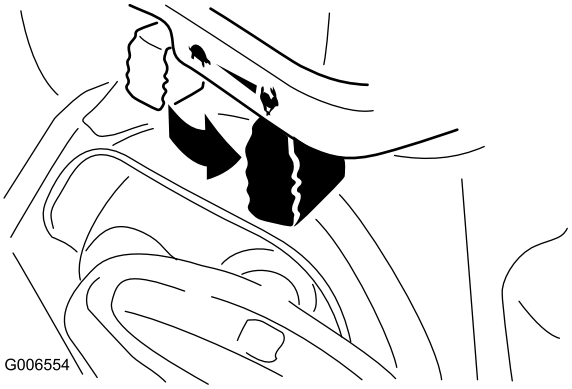

Figur 22
6. Sett gassen til Hurtig-stilling (Figur 22).